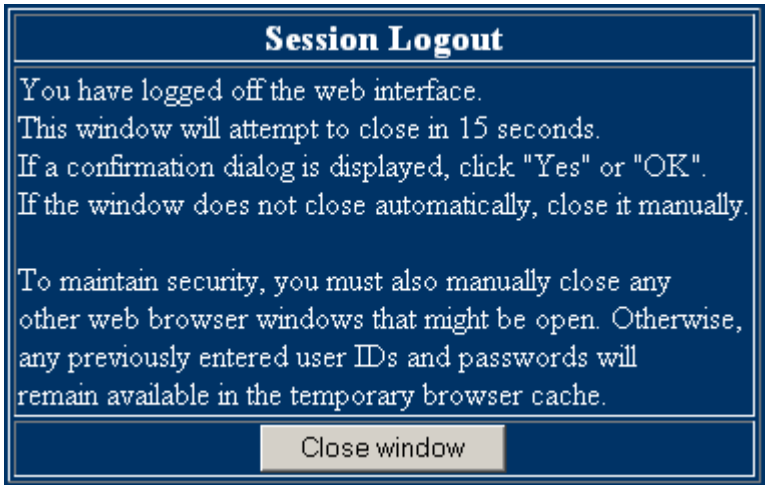

Figure 7 Session Logout Screen
2. Click **OK**. This changes the viewer window to Session Logout (Figure 7).